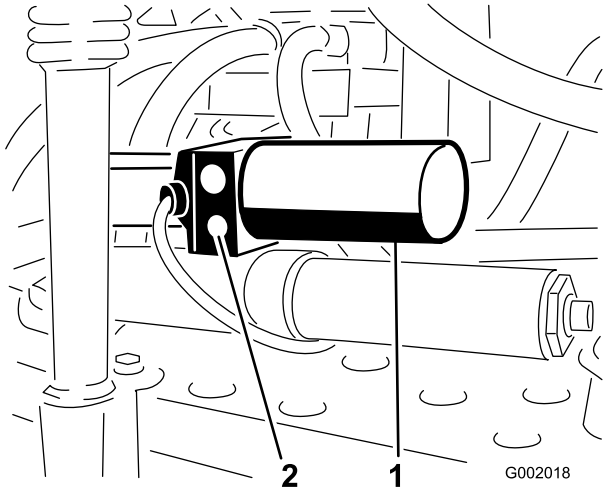

Figur 59
1. Finn den manuelle avlastningsventilen på aktuatoren for hver bom. Den manuelle avlastningsventilen er den mindre ventilen og finnes kun på én side av aktuatorkroppen (Figur 59).